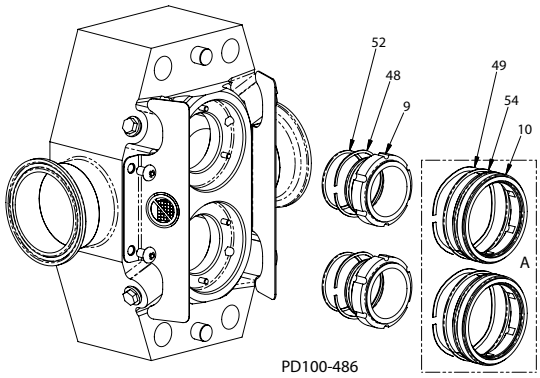

Figura 35 - Rimozione delle tenute
3. Rimuovere la tenuta interna (Figura 35, articolo 9) e la molla ondulata (articolo 48). Rimuovere l'o-ring (articolo 52) dalla tenuta interna, quindi ispezionarla. Sostituirla se necessario.
4. Sulle pompe dotate di doppia tenuta meccanica (Figura 35, riquadro A), rimuovere la tenuta esterna (articolo 10) e la molla ondulata (articolo 49). Rimuovere l'o-ring (articolo 54) dalla tenuta esterna, quindi ispezionarla. Sostituirla se necessario.